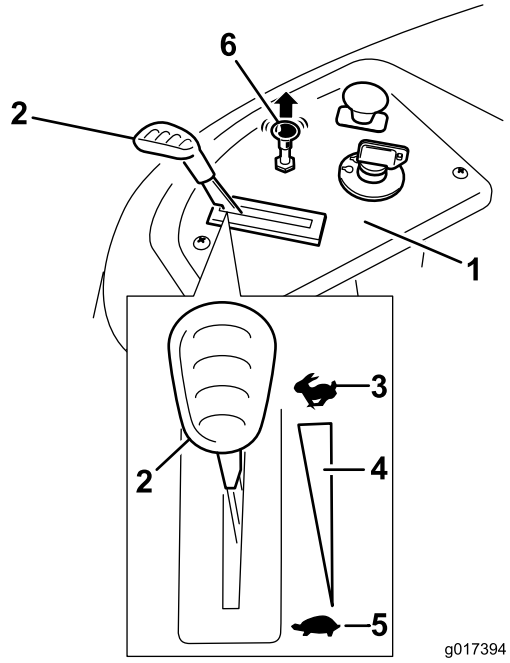

**Figur 13**
3. Dra chokekontrollen opp før du starter en kald motor (Figur 13).
2. Flytt gasspaken til hurtigstillingen (Figur 13).